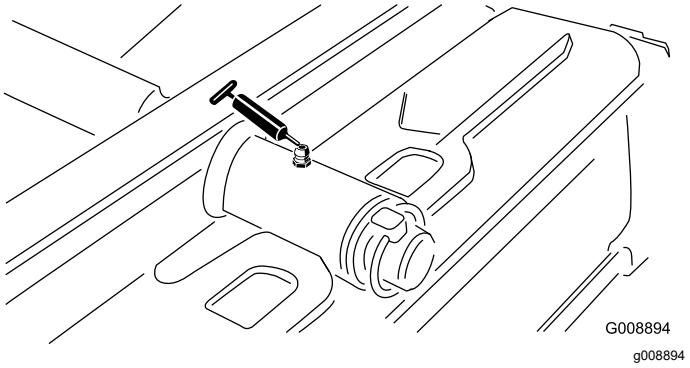

Rysunek 45
- Oś tylnego zespołu tnącego (Rysunek 45)